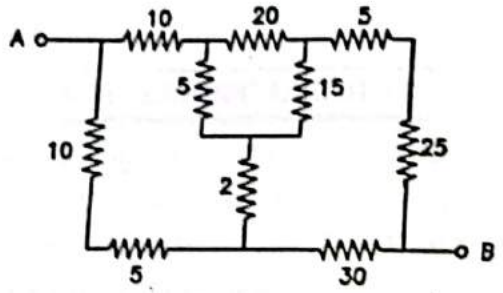

FIG. 1.186 : REFERENCE FIGURE FOR PROBLEM NO. 9
9. Using delta-star transformation, determine the resistance between the terminals A and B in the given circuit of Fig. 1.186. [23.5]